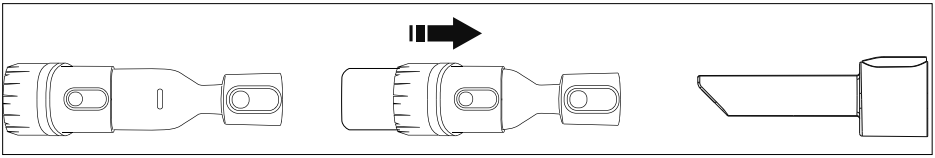

Rys. 7
Dysza do szczelin (6) (patrz rys. 7)	• Odkurzanie kątów, miejsc niedostępnych podczas odkurzania zwykłą dysza podłogową, ram okiennych, marszczeń itp.
Dysza 2 w 1 (7) (patrz rys. 7)	• Szczotka: odkurzanie delikatnych przedmiotów, takich jak książki, ramki na obrazy czy tapicerka, zasłony, kratki • Tylko dysza: łóżka, sofa, tapicerka